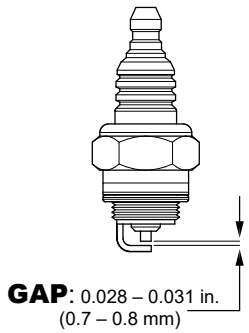

Figure 36. Spark Plug Gap
1. Remove and clean the spark plug (Figure 36), then adjust the spark gap to 0.024 ~0.028 inch (0.6~0.7 mm). This unit has electronic ignition, which requires no adjustments.